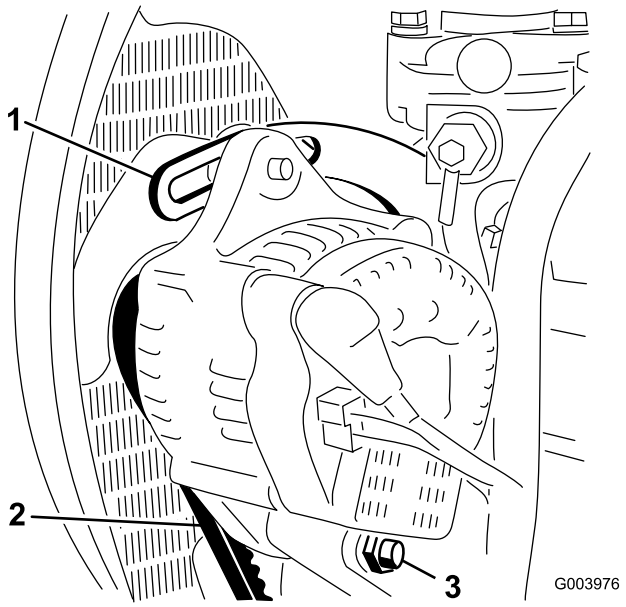

Figuur 60
2. Controleer de spanning van de riem van de wisselstroomdynamo door deze (Figuur 60) midden tussen de poelies van de wisselstroomdynamo en de krukas in te drukken met een kracht van 10 kg.
3. Draai de bout los waarmee de beugel is bevestigd aan de motor (Figuur 60), alsmede de bout waarmee de wisselstroomdynamo is bevestigd aan de beugel en de ankerbout.